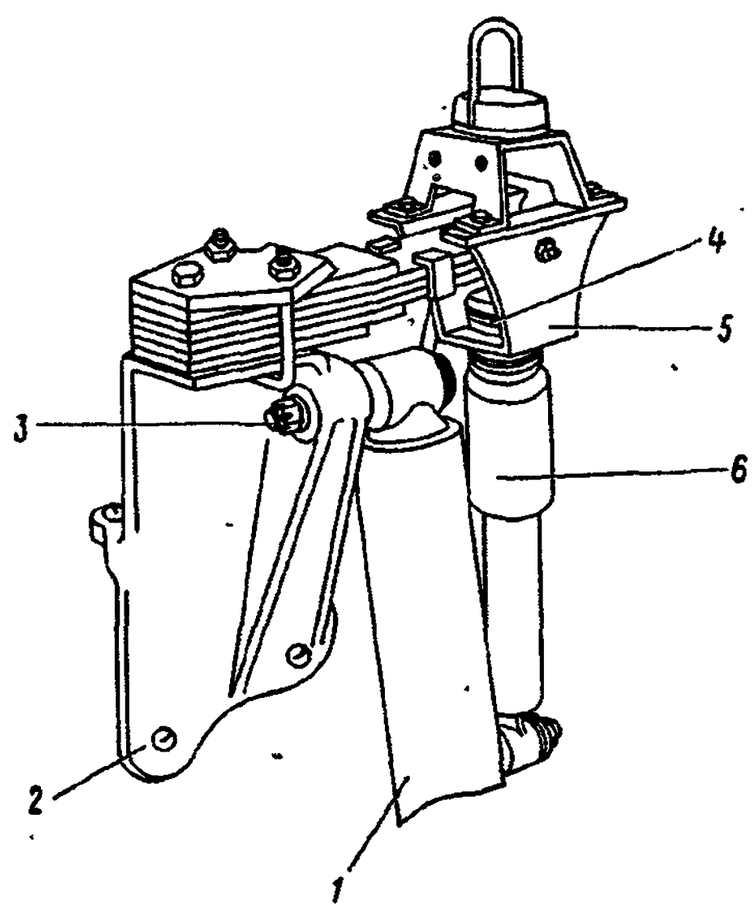

Рис. 52. Опора кабины задняя:
3. Отверните в обойме *5* (рис. 52) гайку верхнего крепления амортизатора механизма подрессоривания кабины, снимите шайбу и резиновую подушку *4*	Ключ 13 мм, отвертка